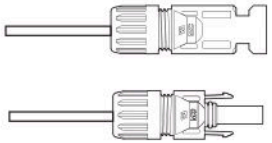

Figura 4.11 Connettore con dado a cappuccio avvitato
4. Inserire il pin di contatto nella parte superiore del connettore e avvitare il dado a cappuccio alla parte superiore del connettore. (vedi figura 4.11).